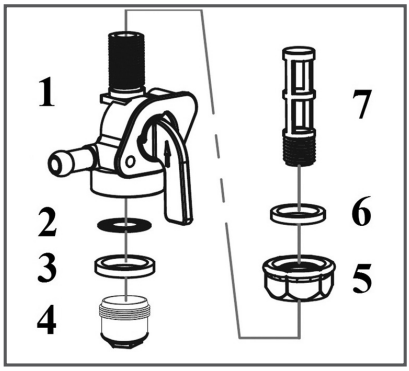

Рис. 26 Устройство топливного крана
Устройство топливного крана показано на Рис. 26.
2. Открутите контргайку 5 на 1-2 оборота (Рис. 26).
5. Извлеките из корпуса топливного крана 1 уплотнительное кольцо 3 и сетчатый фильтр 2 (Рис. 26).
6. Выкрутите из корпуса топливного крана сетчатый фильтр 7 (Рис. 26).